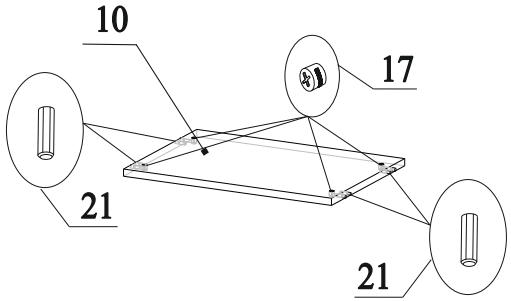

Рис.9
19. В торцы деталей 10 вставить шканты 21 (рис.9);
20. В отверстия на деталях 10 вставить эксцентрики 17 стрелками к торцевым отверстиям (рис.9);